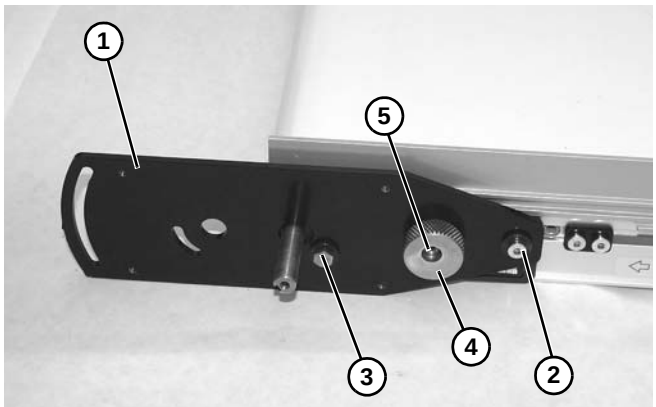

Figure 17
1. Installer la plaque d'entraînement esclave **(Figure 17, élément 1)** sur l'extrémité d'entraînement du convoyeur.
2. Installer la rondelle et la vis **(Figure 17, élément 2)**. Ne pas serrer.
3. Installer la rondelle et la vis **(Figure 17, élément 3)**. Ne pas serrer.
4. Installer le bouton de la came **(Figure 17, élément 4)** avec la vis **(Figure 17, élément 5)**. Ne pas serrer.